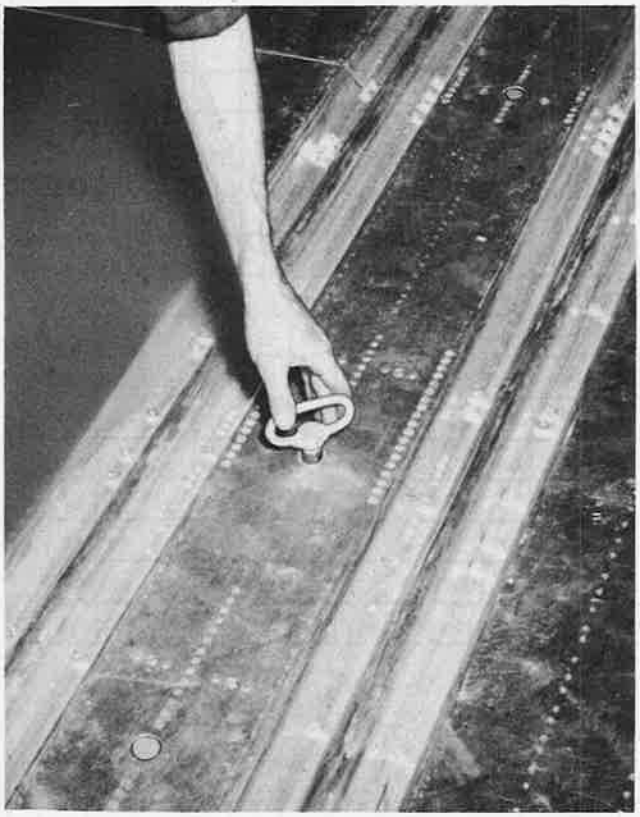

Figure 612—Installing Hold-Down Fitting in Center Floor Panel
(1) To install the floor hold-down fittings it is only necessary to remove the plugs from the center floor panel in the main cargo compartment at the points at which it has been intended to install cargo tie-down rings. These plugs may be removed by prying up with a screw driver.
(2) Screw the floor hold-down fittings into the main cargo compartment center floor panels at each location from which a plug has been removed and turn these fittings to secure a snug fit. (See figure 612.)